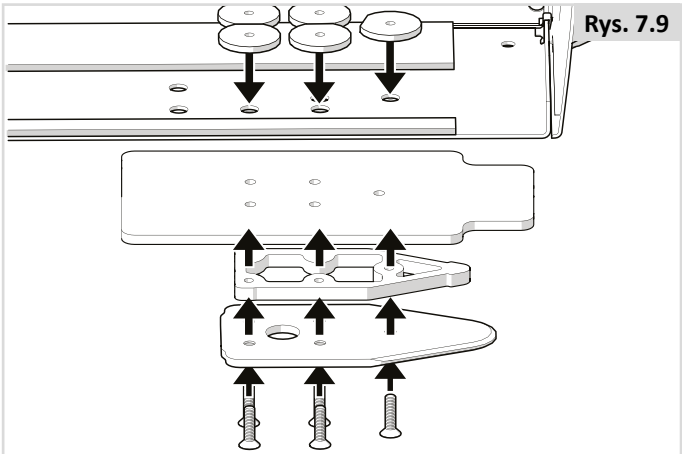

Rys. 7.9
4. Wkręcić pięć śrub przez płytę ustalającą i podkładki od spodu podwozia wózka (Rys. 7.9)